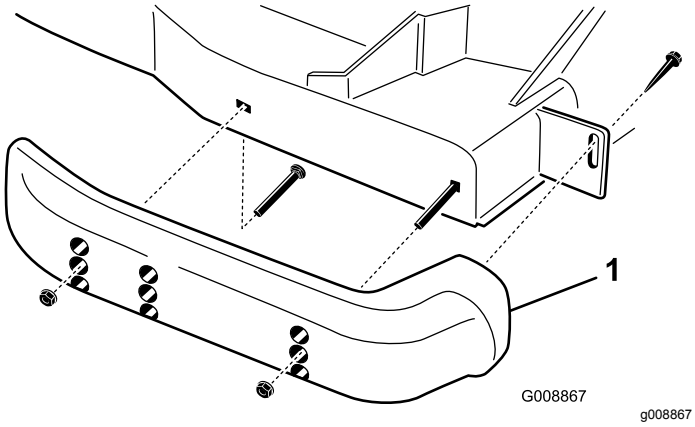

Figur 28
1. Lossa skruven framtill på varje med (Figur 28).
2. Lossa flänsskruvarna och muttrarna från medarna (Figur 28).